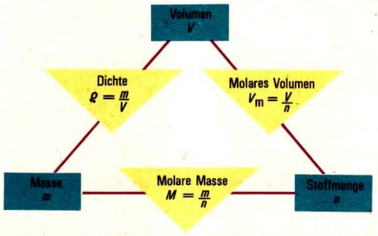

Abb. 42 Gesetzmäßige Zusammenhänge zwischen Stoffmenge, Masse und Volumen
① Berechne die Volumen, die den Stoffmengen von 4 mol Wasserstoff sowie 0,1 mol Wasserstoff entsprechen!
② Wie groß ist die Anzahl der Moleküle in 1 mol, 0,5 mol und 2 mol Wasserstoff? Welchen Volumen entsprechen diese Stoffmengen unter den Bedingungen des Normzustandes?
③ Gib die molaren Massen für Sauerstoff, Wasserstoff, Stickstoff und Kohlenmonoxid an!
④ Berechne die Volumen, die den Stoffmengen von 3 mol Eisen, 2 mol Stickstoff und 2 mol Kohlendioxid entsprechen!
⑤ Welche Stoffmengen entsprechen den Volumen von 44,8 l Kohlenmonoxid, 11,2 l Wasserstoff und 30 cm^3 Aluminium?
⑥ Begründe, warum in der Experimentieranleitung zum Experiment 36, Seite 71, die Aufforderung enthalten ist, Raumtemperatur und Luftdruck zu notieren!
⑦ Erläutere die Beziehungen, die zwischen den in der Abbildung 42 angegebenen physikalischen Größen bestehen!
⑧ Berechne für die Stoffmenge von 2 mol Kohlendioxid die entsprechende Masse und das Volumen! Ermittle die Dichte dieses Stoffes (/ Abb. 42)!
Die Abbildung 42 zeigt die gesetzmäßigen Zusammenhänge zwischen Stoffmenge, Masse und Volumen, die grundlegend für chemische Berechnungen sind. ⑦ ⑧